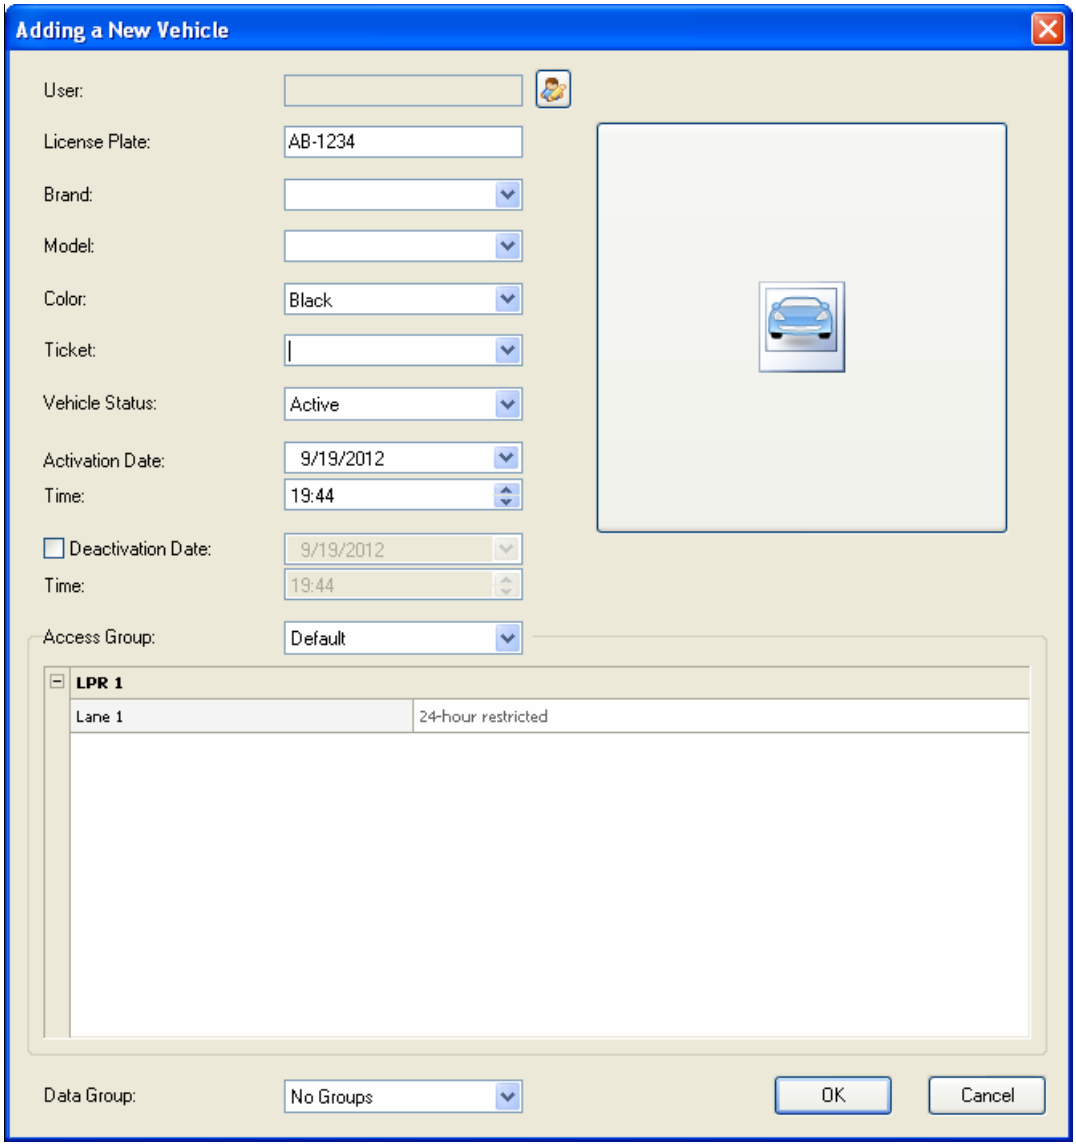

Figure 13-23
- When an unregistered vehicle is detected, the message *Plate Recognized: Unregistered Vehicle* is displayed. Right-click the message and select **New / Edit Vehicle**. The Adding a New Vehicle dialog box appears with the detected license plate number (Figure 13-23).